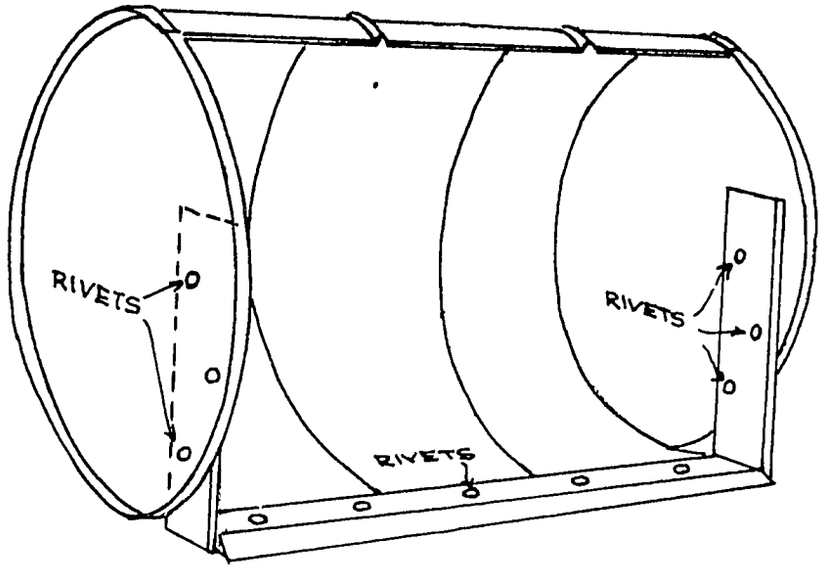

FIGURE 6 ATTACHING THE BLADE WITHOUT WELDING
(1) No blade holder is required.
(2) The metal for the blade should be 5 to 8mm (3/16" to 5/16") thick, 8 to 12cm (3 1/8" to 4 3/4") wide and 164 cm (64 1/2") long. Taper and sharpen the blade before bending.
(3) Bend the blade up at right angles 40cm (15 3/4") from each end. This will leave the main part of the blade 86cm (33 7/8") long to fit inside the barrel.
(4) Insert the blade.
(5) Drill holes and rivet as shown in Figure 6.
(6) The folded part of the barrel bottom should extend 3cm (1 3/16") under the blade and be riveted to the bottom of the blade.